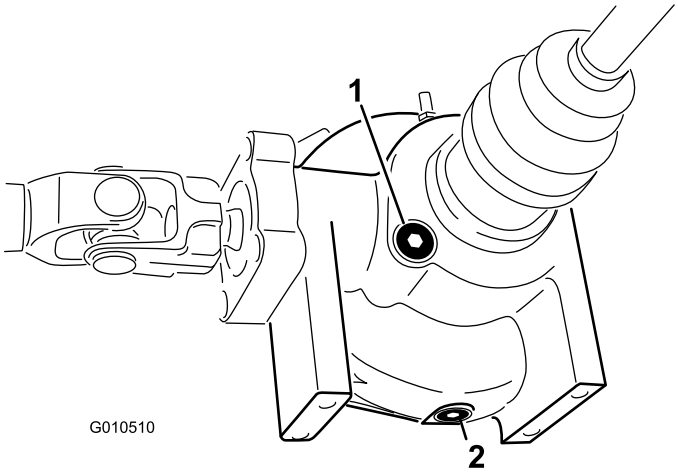

Figur 18
2. Rengør området omkring påfyldnings-/kontrolskruen på siden af differentialet (Figur 18).